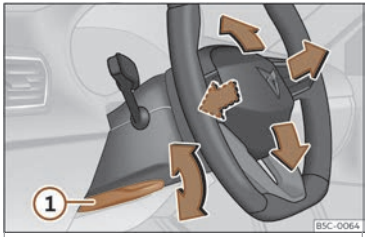

Fig. 4 Panca na parte inferior do lado esquerdo da columna de dirección.
- Puxe da panca››› **fig. 4** ① abaixo, mova o volante á posición desexada e suba a panca de novo ata o punto de peche.
- **Despois de axustar a columna de dirección, empurre firmemente a panca››› fig. 4 ① cara arriba para que o volante non mude de posición accidentalmente durante a marcha.**